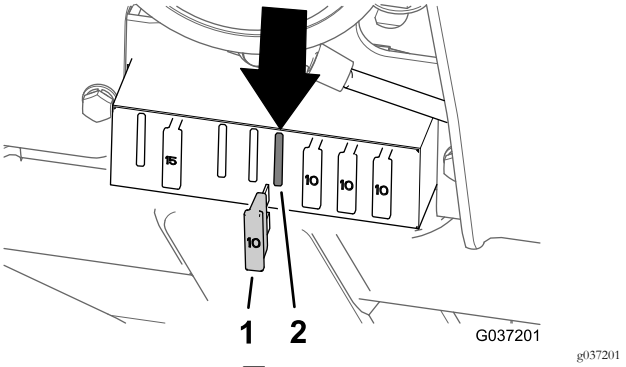

図 38
- モデル 30654、30657、30659左から 5 番目の位置図 38。